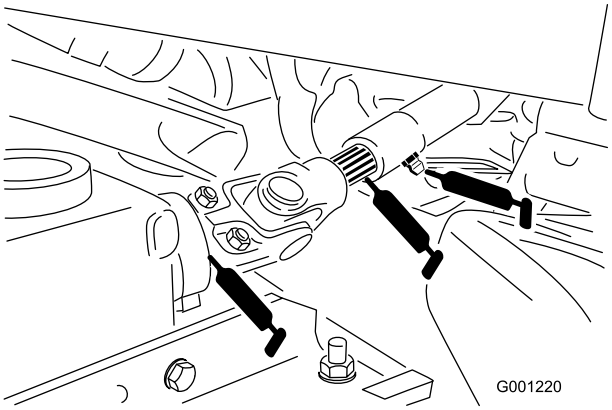

Figuur 36
- Universele aftakas (Figuur 36)